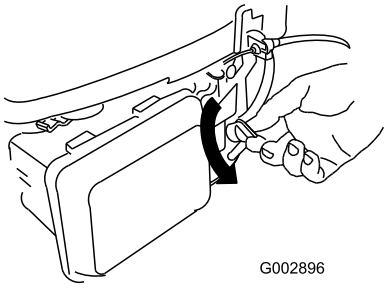

Bild 13
1. Drehen Sie den Kraftstoffhahn auf die Ein-Stellung (Bild 13).